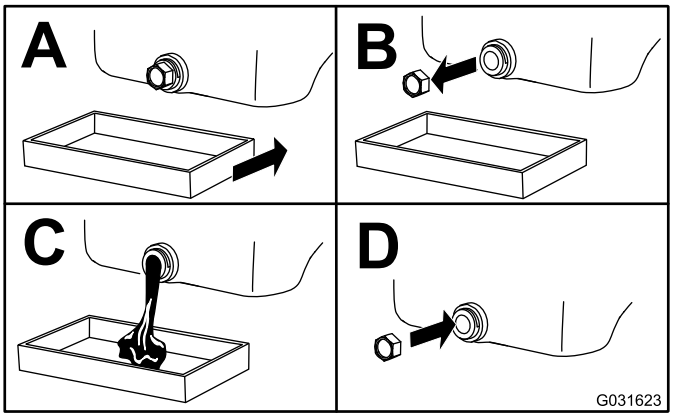

Figuur 37
3. Ververs de olie (Figuur 37).